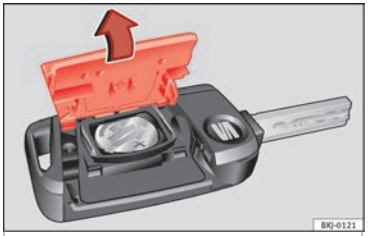

Fig. 138 Vehicle key: opening the battery compartment.
- Remove the cover from the back of the vehicle key ›››Fig. 138 in the direction of the arrow ››› ❗.
- Fit the cover as shown ›››Fig. 138, pressing it onto the vehicle key casing in the opposite direction to that shown by the arrow until it clicks into place.